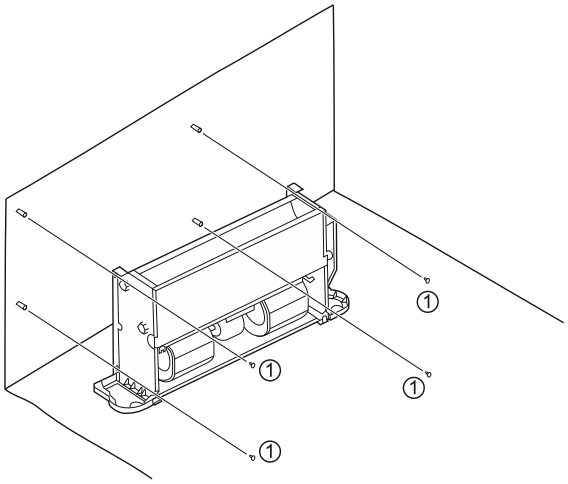

Figura 5-2: Come fissare il corpo dell'unità
Fissare le quattro viti (①) a una parete adatta come mostrato nella Figura 5-2.